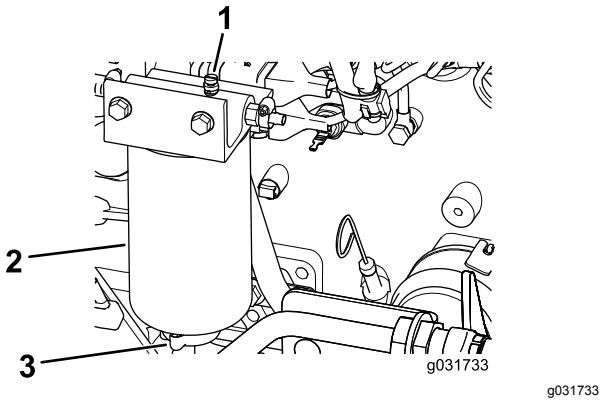

Figur 105
2. Løsn aftapningsventilen i bunden af filteret (Figur 105).
2. Dræn noget af brændstoffet ved at løsne udluftningsproppen og åbne aftapningsproppen (Figur 105).